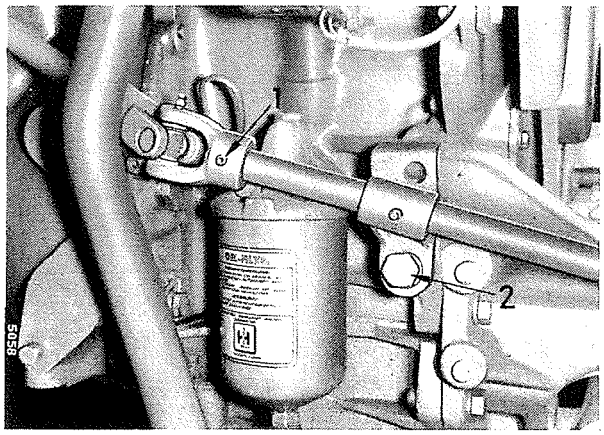

Bild 430
Die vordere Lenkwelle durch Austreiben des Spannstiftes (1) und Ausschrauben der Kopfschraube (2) lösen, Bild 430.
Das Lenkgetriebe am Schlepper anbringen und das Lenkwellenlager (2), Bild 430, anschrauben. Erst jetzt die Klemmschrauben des Lenkgehäusebockes mit 2—3 mkg festziehen. Ebenfalls das an das Lenkgehäuse angegossene Auge der Drehmomentenstütze mit einer Schraube am Gehäusebock festschrauben.
Lenkspindelwelle am Kreuzgelenk verbinden und Spannstift (1), Bild 430, eintreiben.